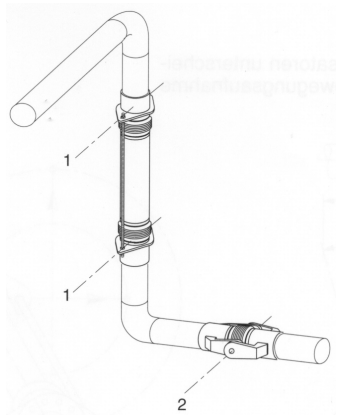

Bild 11
Beim Einsatz von Lateralkompensatoren in Kugelgelenk- und Kreuzgelenkausführung sind die Anker des Lateralkompensators im System so anzuordnen, dass eine Abwinkelung zum Angularkompensator hin möglich ist (Bild 11), z.B. Kugelgelenk mit Angularkompensator: Die über den beiden Zugstangen gedachte Verbindungslinie (1) muss parallel zur Bolzenachse (2) des Angularkompensators verlaufen.